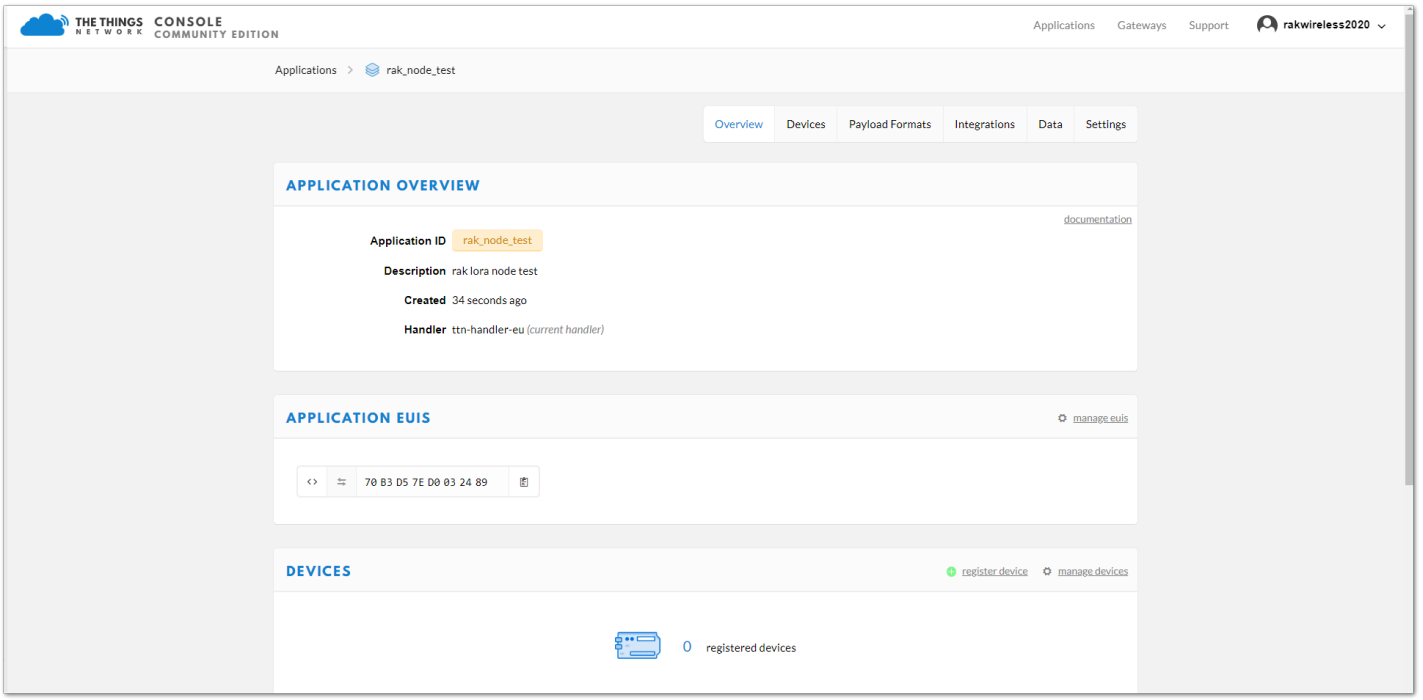

Figure 11: Application Overview
3. After you fill in the necessary information, press the "**Add application**" button at the bottom of this page. If you see similar page as shown in Figure 11, then you have successfully registered your application.